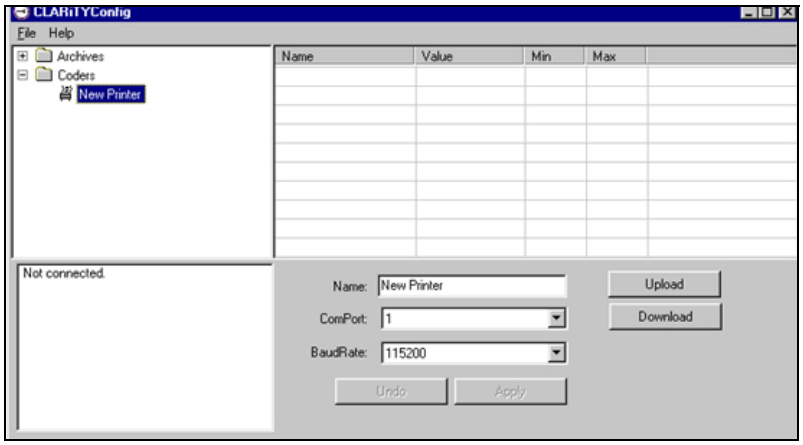

Figure 5-37: Connect the Printer
3. Wait for the printer status pane (at the bottom left of the window) to report Connection Active. If the status just displays *Not connected* (as shown in Figure 5-37), then disable or shut down any other applications running on the PC that are using the COM port.